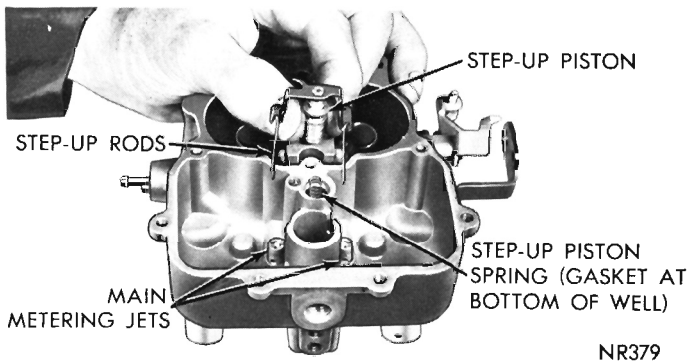

Fig. 2—Removing or Installing Step-Up piston
(9) Remove fuel inlet needle valve, seat and gasket from main body.
(10) Lift out float fulcrum pin retainer, and lift out floats and fulcrum pin.
(11) Remove step-up piston and retaining screw and slide step-up piston and rods out of well, (Fig. 2). Lift out step-up piston spring. Remove step-up piston gasket from bottom of well.
(8) Slide step-piston gasket down into position in piston well, then install the step-up piston spring, step-up piston and rods. Carefully guide step-up rods into main metering jets (Fig. 2). Install retaining screw and tighten securely. Check piston for free operation in well.